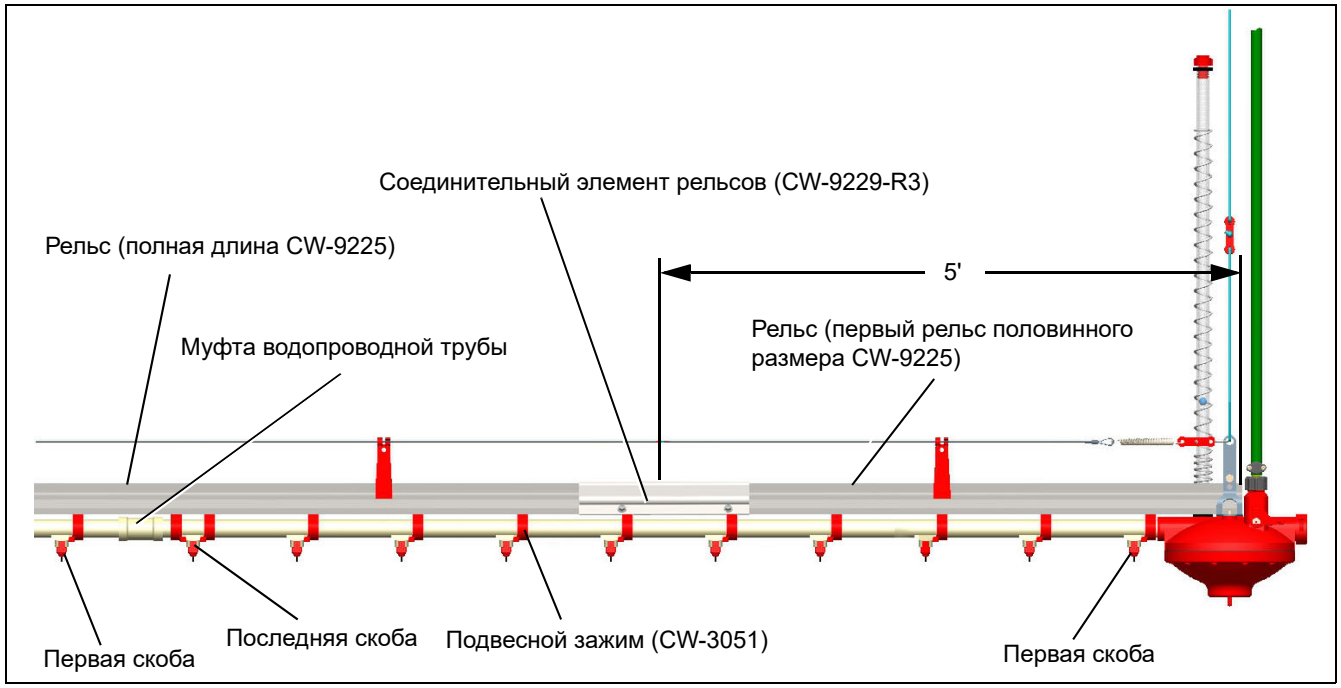

Рисунок 7B *Установка алюминиевого рельса, начиная с отрезка длиной 5'*
6. Подвесьте рельсовую опору на удобной для работы высоте, обернув подвесные шнуры вокруг опорной трубы и временно завязав их. *(см. рисунок 7B.)*